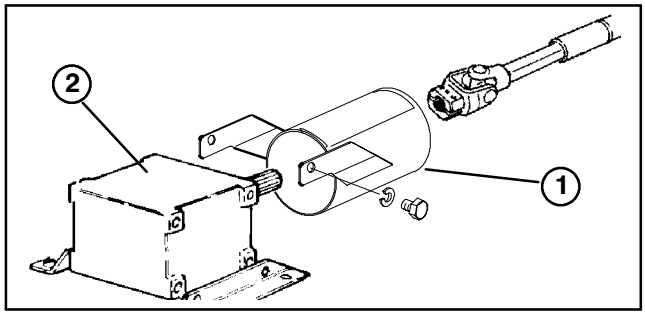

Figure 6
MOUNT PTO SHAFT GUARD AND CONNECT PTO SHAFT TO CUTTING UNIT GEAR BOX (Model 30553 TE Only) (Fig. 6)
1. Remove (2) capscrews and lockwashers securing PTO guard mounting brackets to gearbox (Fig. 6) . Retain fasteners for re – installation.
2. Slide PTO shaft guard onto PTO shaft, positioning guard as shown in figure 6.